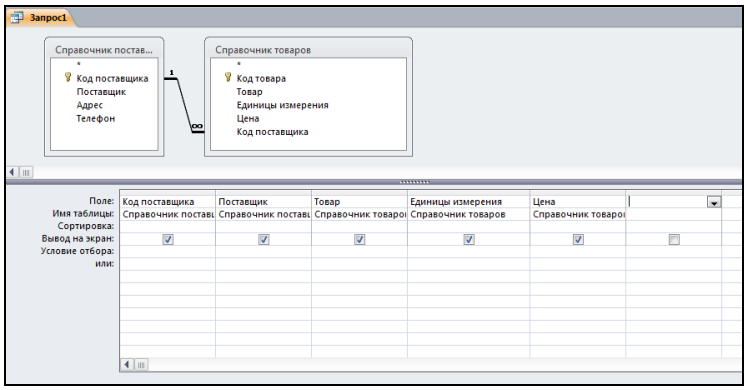

Рис. 4.3. Определение полей запроса
4.В раздел параметров запроса добавляются те поля, значения которых должны быть отображены в результате выполнения запроса (рис. 4.3). Добавить поле в запрос можно двойным щелчком по его названию в соответствующей таблице, расположенной в верхней части окна запроса.